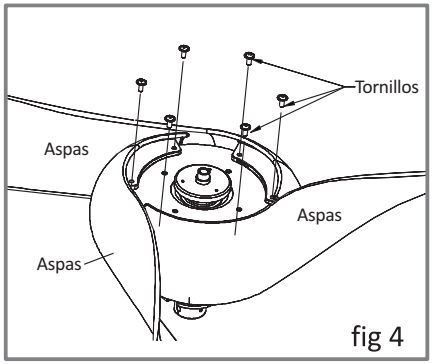

fig 4
5) Rosque sólo 3/4 cada uno de los tornillos (fig 4)